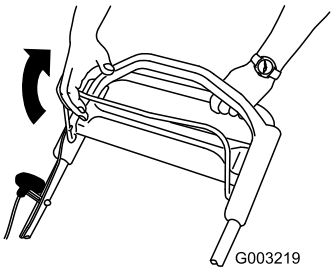

Rysunek 15
1. Pociągnij dźwignię sterowania w stronę uchwytu (Rysunek 15).